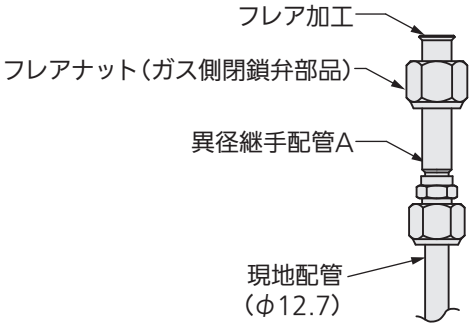

図 2
- 付属の異径継手配管Ａ，Ｂを使って図 2 のとおり接続してください。